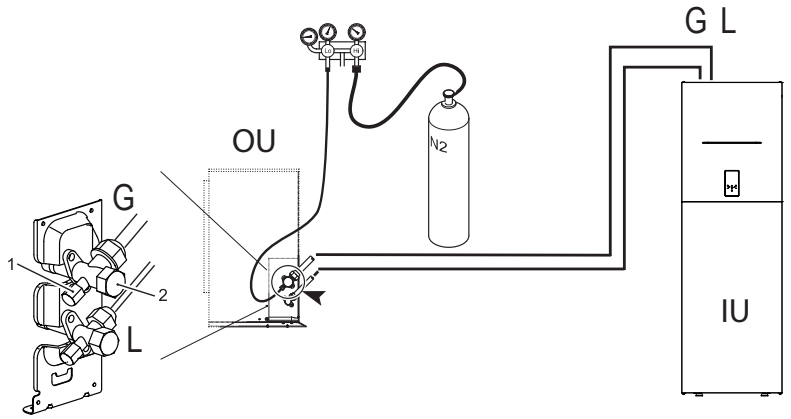

fig. 13 - Test d'étanchéité à l'air et détection des fuites
- Avec les robinets de l'unité extérieure complètement fermés, enlever le bouchon du robinet de service (réf 1 - fig. 13) et le raccord (réf 2 - fig. 13) du robinet de gaz (le plus grand)